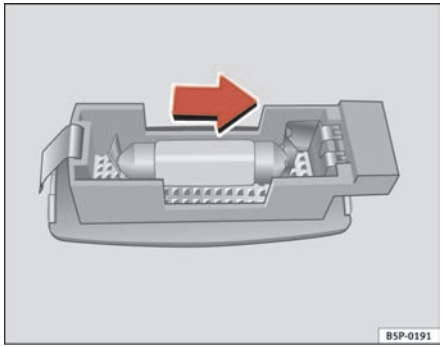

Fig. 197 Removing sunroof light
– Carefully remove the lamp, using the flat side of the screwdriver, as shown in the figure ⇒ fig. 197.
– Remove the lamp, moving it in the direction of the arrow and outwards ⇒ fig. 197. ■